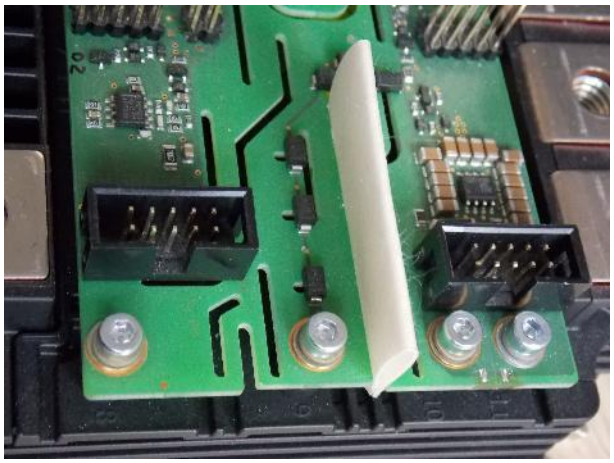

Figure 9 **Isolation sheet in the evaluation board**
Warning: Additional isolation is needed if evaluation board is used for driving 3300 V – rated power modules (see Figure 9).
7. If the driver is used for the 3.3 kV-rated power module, place an isolation sheet in the marked gap to ensure proper isolation (see Figure 9).